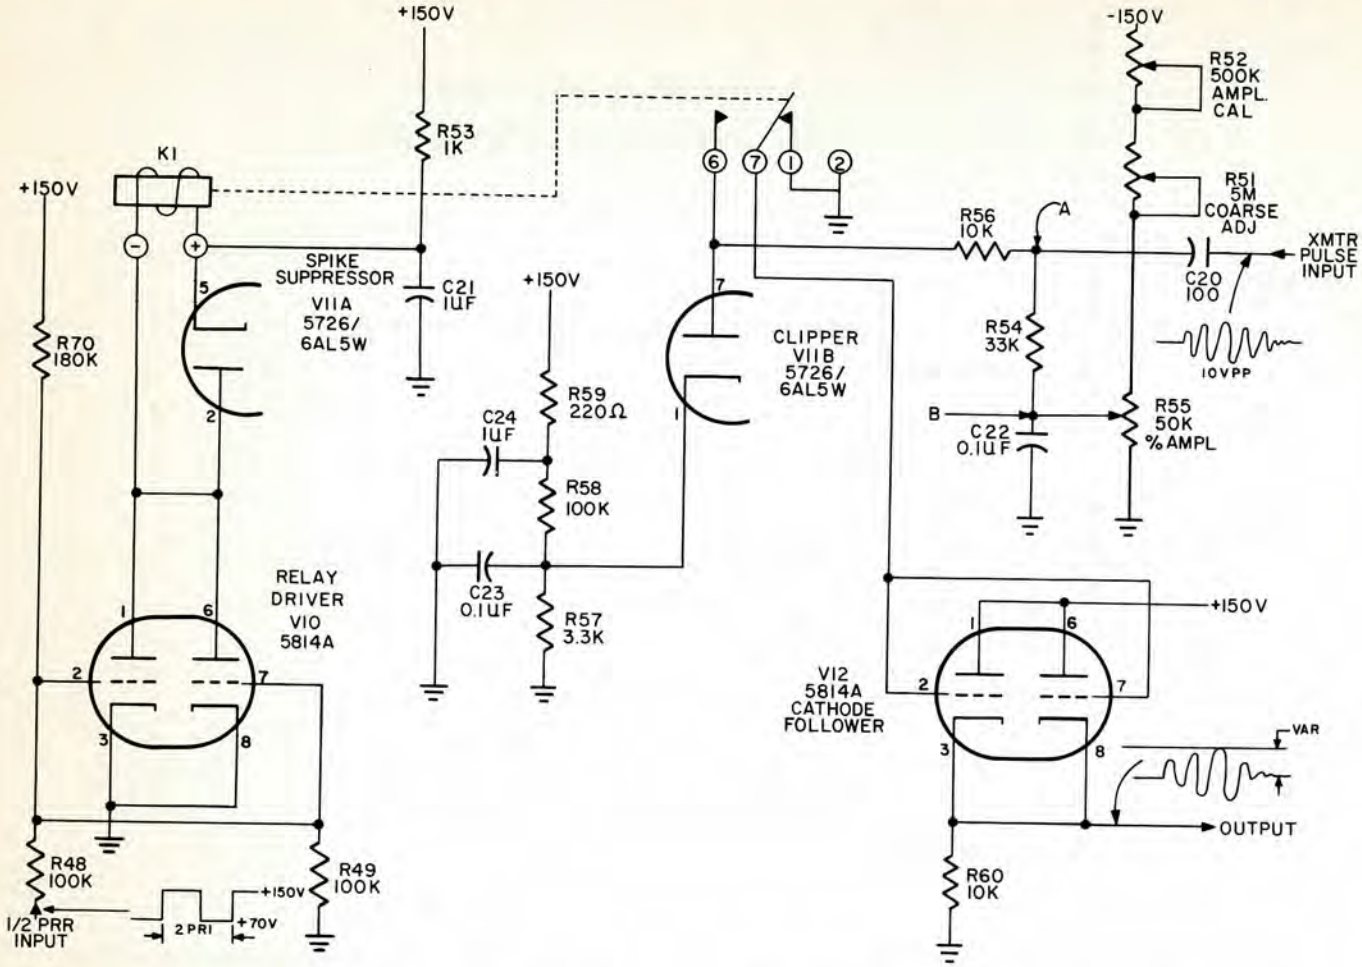

Figure 4-18. Electrical Pulse Analyzer TS-1360/FPN-42, Measuring and Output Circuits, Simplified Schematic Diagram
7. The output of V9 is coupled to the grids (pins 2 and 7) of relay driver V10 through isolating resistor R48. (See figure 4-18.) The two triode sections of V10 are connected in parallel, and fast acting relay K1 serves as the plate load for the tube. Tube V10 is biased in and out of conduction by the input 1/2 PRR square wave. When current flows through the tube during the positive portions of the input waveform, K1 is energized and remains in that state until the input waveform goes negative. Resistor R53 and capacitor C21 decouple the circuit from the power supply, and diode V11A acts as a spike suppressor to remove switching transients. Relay K1 is a single-pole double-throw relay, whose contacts are arranged so that when the coil is not energized the grids (pins 2 and 7) of cathode follower V12 are grounded, and when the coil is energized the transmitter pulses are fed to the grids. In this way the output switches between a d-c reference voltage and the transmitter pulse being measured.